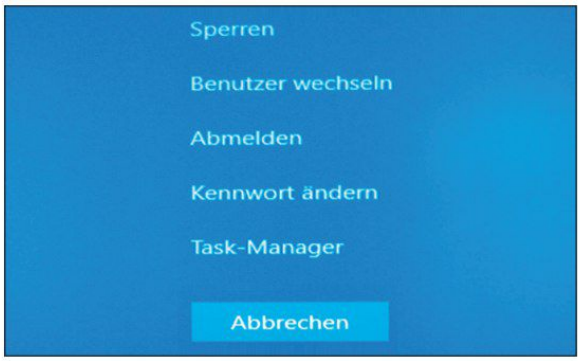

Bild 4: Menü nach Tastenkombination Strg-Alt-Entf
6. Nach dem Anmelden kann durch die Tastenkombination Ctrl-Alt-Entf das Menü **(Bild 4)** aufgerufen werden. Welche Möglichkeiten sind dadurch gegeben?